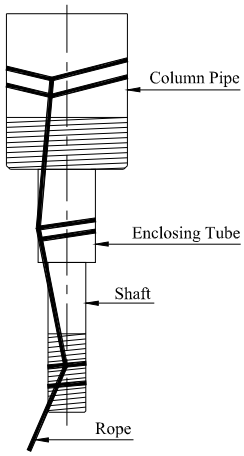

Figure 6
3. Attach a sling to hoist hook. Attach bottom of shaft to column, by tying a tail rope to deepthroated clamp attached to bottom of column. (See Figure 6). Figure 6 also shows an altrenmative method.